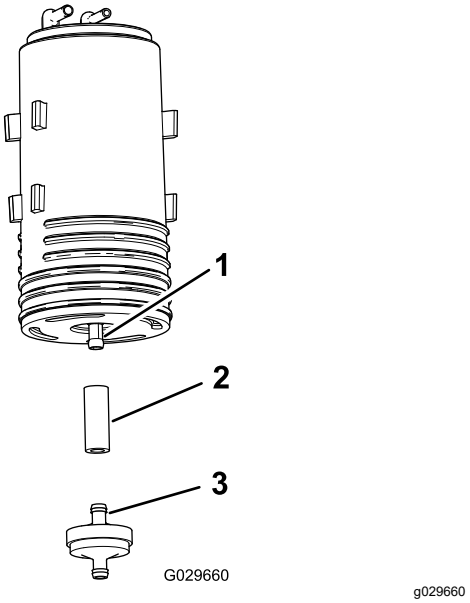

**Figur 51**
4. Ta bort kolkanisterfiltret och den korta slangsektionen från den nedre kopplingen på den gamla kolkanistern (Figur 51).
5. Anslut slangen till den nedre kopplingen på den nya kolkanistern (Figur 51).
6. För in det nya kolkanisterfiltrets koppling i slangen (Figur 51).